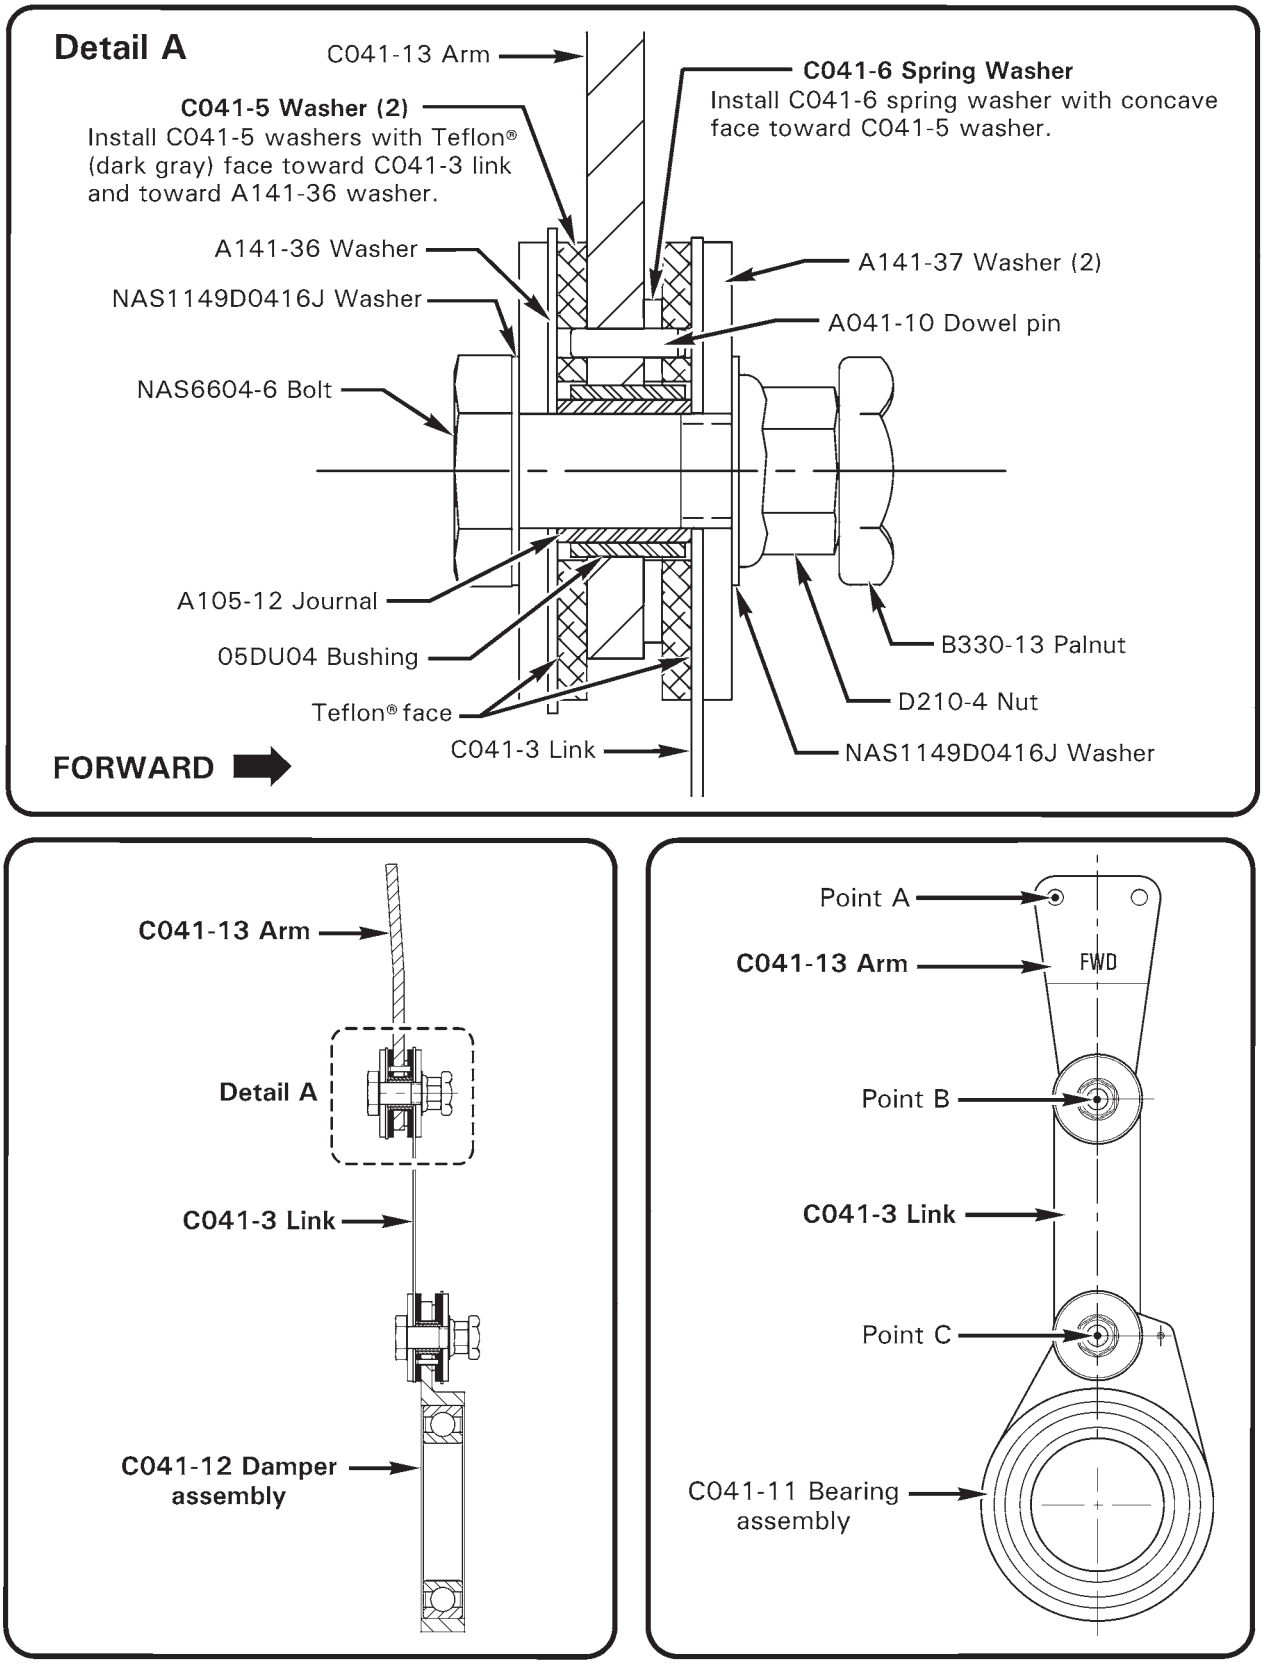

FIGURE 65-4 DAMPER ASSEMBLY
2. Refer to Figure 65-4. Remove hardware securing C041-11 bearing assembly and C041-13 arm to C041-3 link.
1. Refer to Figure 65-4. Inspect condition of components. Verify no wear on Teflon® (dark gray) face of C041-5 washers. Verify no wear or grooves on A141-36 washers, A141-37 washers, and link. Replace components as required.
1. Refer to Figure 65-4. If friction is less than required: